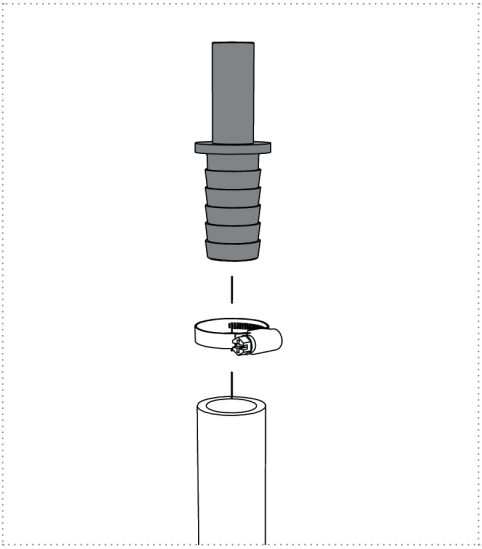
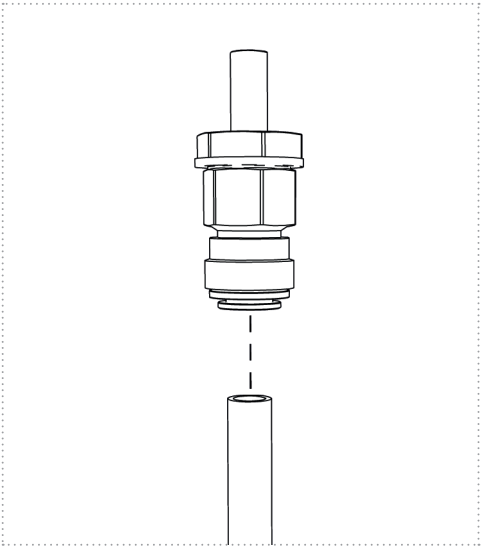

Figure 8
Figure 9b
2. Slide the hose coming from the pump onto the included matching tube to hose stem and fasten it with a hose clamp (Figures 8 and 9a).
Note: For using the „water connection adapter 12 or 15mm)" with plug-in system for e.g., UniQuick and Whale System (not included in scope of delivery), observe Figure 9b.
3. Slide the hose departing from the UV unit onto the included matching tube to hose stem and fasten it with a hose clamp (Figures 8 and 9a). Note: For using the „water connection adapter 12 or 15mm" with plug-in system for e.g., UniQuick and Whale System (not included in scope of delivery), observe Figure 9b.